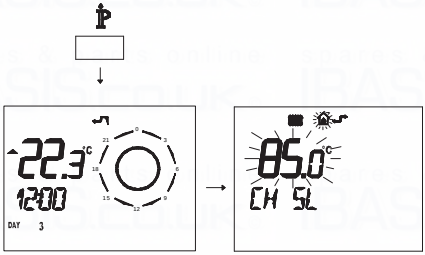

Fig. 7.32
- Press button for more than 3 seconds to enter in INFO mode (Fig. 7.32).